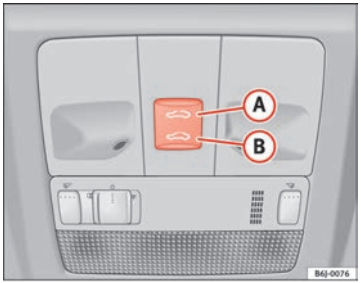

Fig. 51 Panorama/tilting sunroof
– Press and hold button (B) ⇒ fig. 51 ⇒ ⚠. The roof starts to close until the button is released.